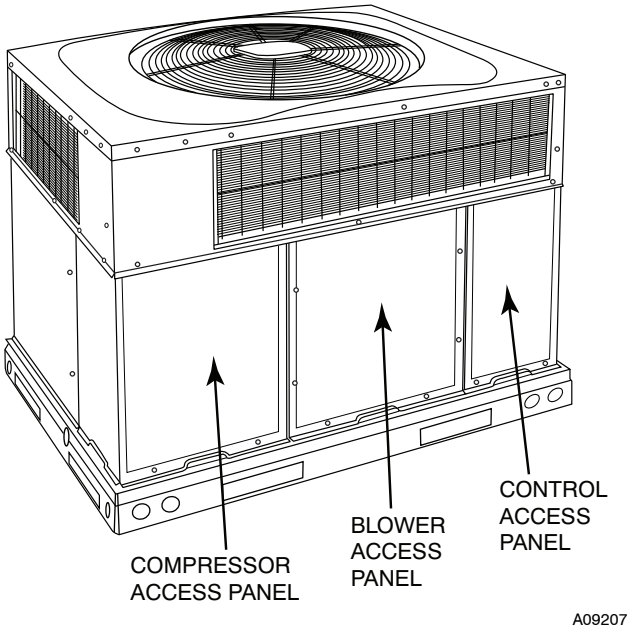

**Fig. 19 - Unit Access Panels**
a. Remove blower access panel (see Fig. 19).
g. Reinstall blower access panel (see Fig. 19).
1. Remove control access panel (See Fig. 19).
Remove blower access panel (see Fig. 19). Limit switch is located on the fan partition.
3. Remove control access panel (See Fig. 19).
Remove access panels (see Fig. 19) to locate all the electrical controls and wiring. Check all electrical connections for tightness. Tighten all screw connections. If any smoky or burned connections are noticed, disassemble the connection, clean all the parts, re-strip the wire end and reassemble the connection properly and securely.